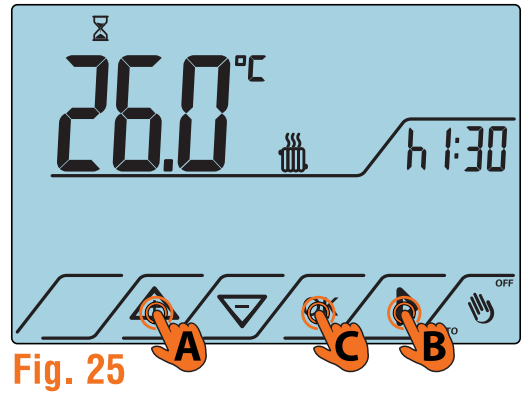
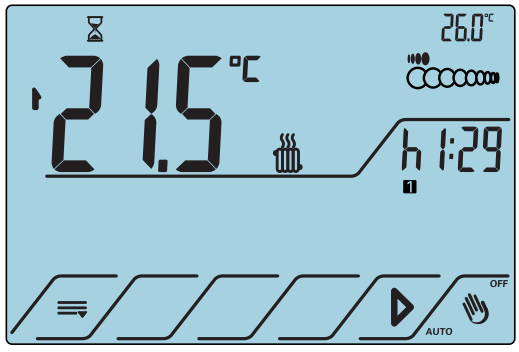

Fig. 25
Fig. 26
4. Utilizzare i tasti △ o ▽ per impostare la temperatura desiderata, poi premere il tasto ▷ per selezionare la durata del programma (30, 60, 90 o 120 minuti)(Fig.25). Premere **OK** per confermare e completare la procedura (Fig.26).